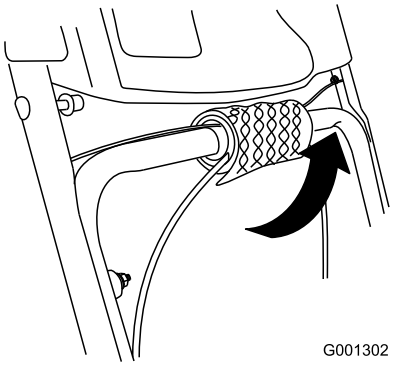

Figur 6
1. Rul kabelenderne ud fra det nederste håndtag (Figur 6).